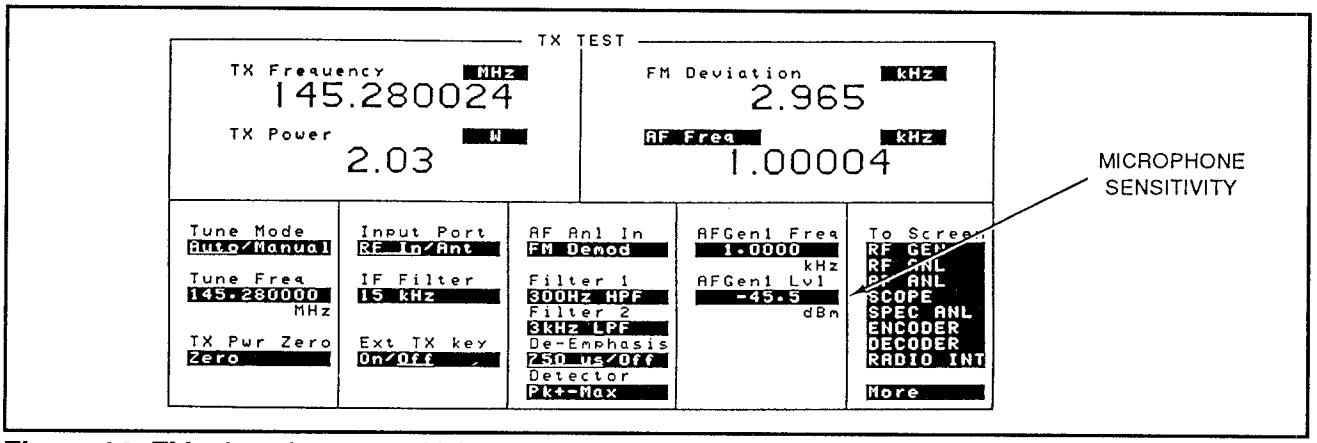

Figure 14: FM microphone sensitivity and modulation limiting measurement
2. On the HP 8920A press the PRESET key (5), and press the TX key (2). Then set **Filter 1** to 300 Hz HPF, and set **Filter 2** to 3 kHz LPF (see Figure 14).
4. Using the knob (3) and data entry keys (4), set **AF Gen1 Lvl** so that displayed